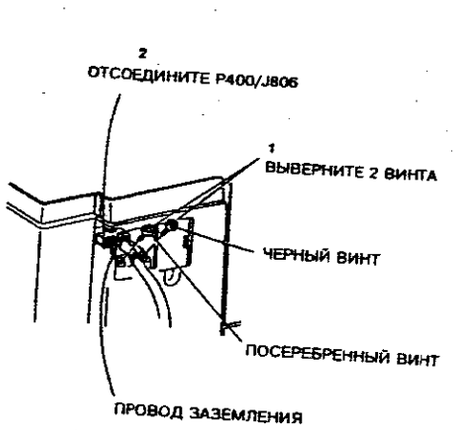

**Рисунок 1. Отсоединение разъемов**
2. (Рисунок 1) Отсоедините разъемы.
*ПРИМЕЧАНИЕ: (Рисунок 1) Для получения доступа к разъемам P400/J806 откройте процессор.*